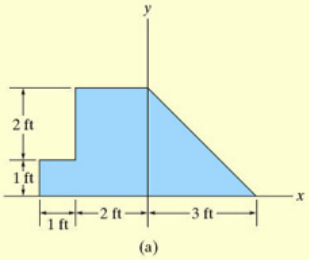

Fig. 9–17
Locate the centroid of the plate area shown in Fig. 9–17*a*.
Composite Parts. The plate is divided into three segments as shown in Fig. 9–17*b*. Here the area of the small rectangle ③ is considered "negative" since it must be subtracted from the larger one ②.